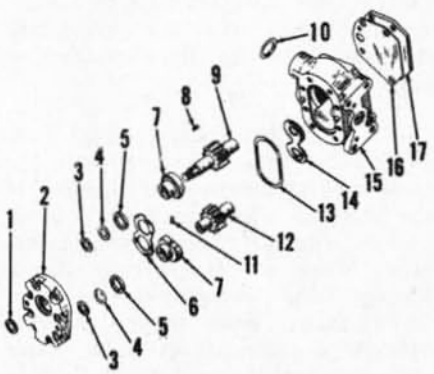

Fig. 18—Exploded view of Thompson 12 or 17 gpm hydraulic pump used for the power steering and auxiliary hydraulic system.
26. **OVERHAUL (THOMPSON).** To overhaul the removed pump, refer to Fig. 18 and proceed as follows: Remove nut, pump drive gear and key, then unbolt and remove pump cover (2). Bearings (7), pressure spring (6), "O" ring retainers (5), "O" rings (4), back-up washers (3) and oil seal (1) can now be removed from cover. Note location of bearings (7) so they can be reinstalled in the same position. Remove pump gear and shaft assemblies (9 and 12), then remove wear plate (14) from pump body (15).